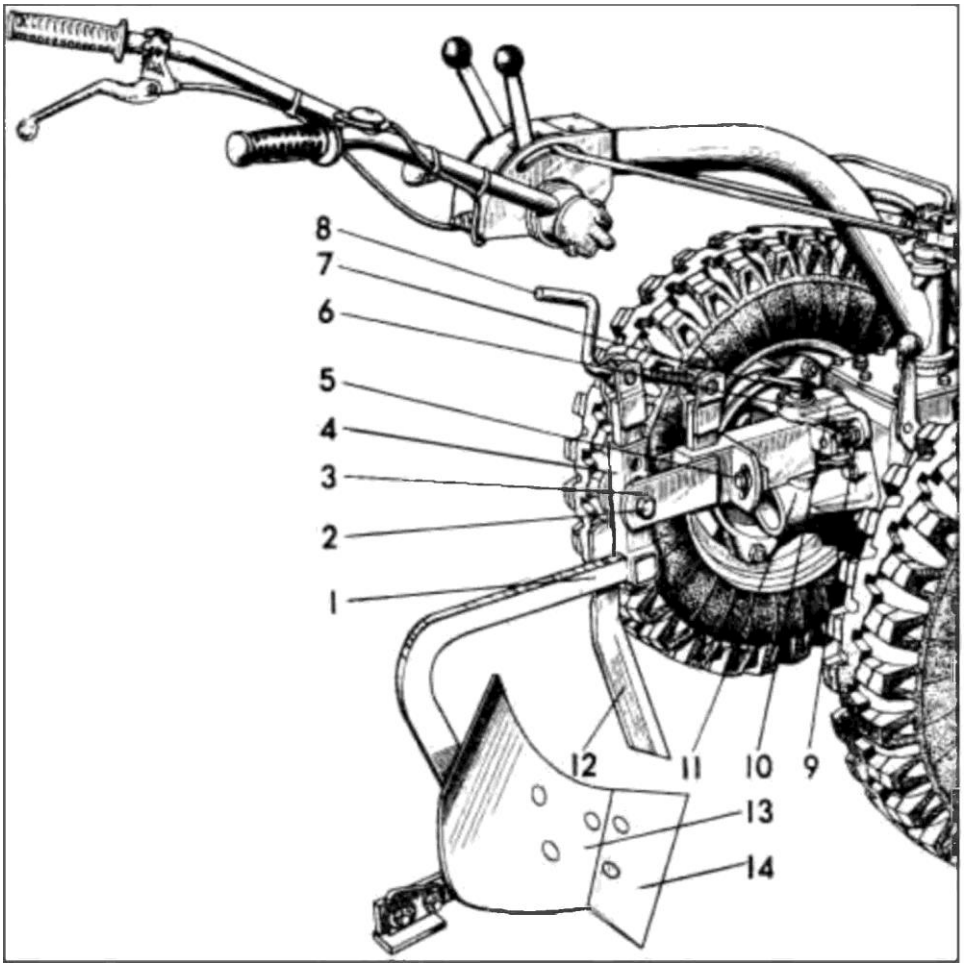
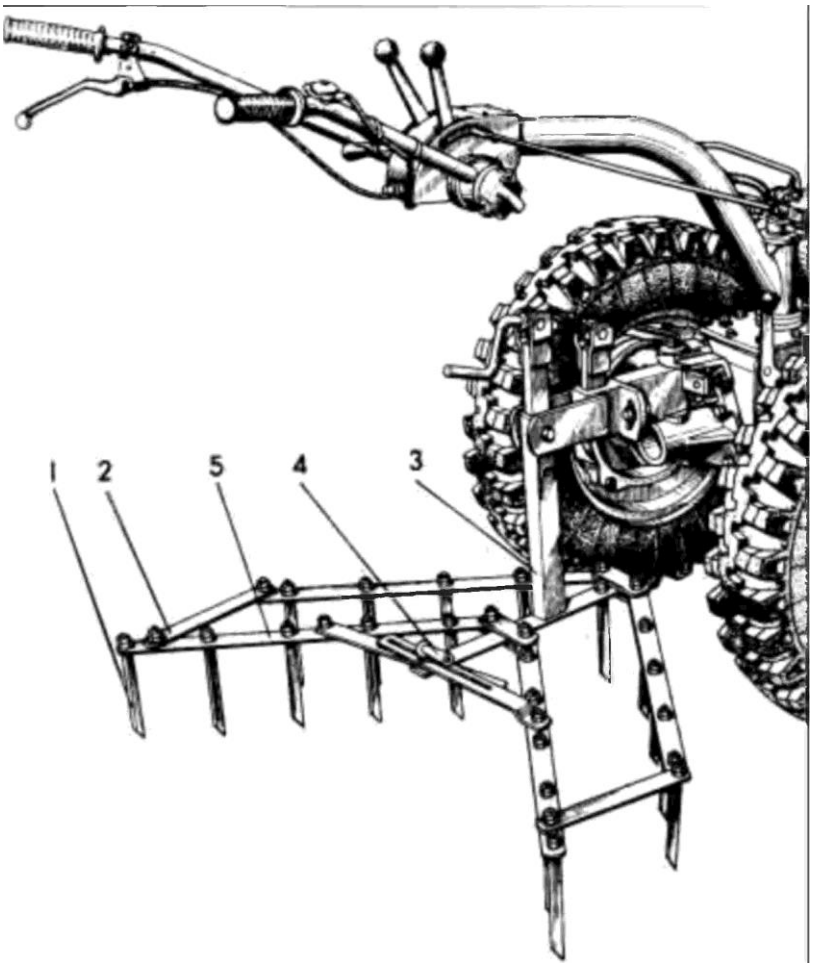
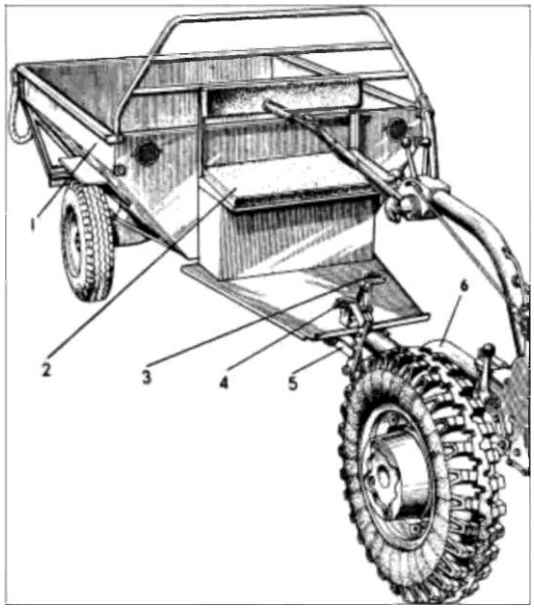

Rysunek 19 - Motoblok agregowany z pługiem
Rysunek 22 - Motoblok w połączeniu z broną
Rysunek 23 - Motoblok w połączeniu z przyczepą
Aby przygotować motoblok z pługiem do pracy (rys. 19), wykonaj następujące czynności:
7.4.6 Jeśli motoblok przesuwa się w prawo podczas pracy, sprawdź zamocowanie podpórek. Jeśli są one na swoim miejscu, to za pomocą śruby sektora 5 (rys. 19), podnieś prawą łapę na 1 do 2 cm, dokręć śrubę i sprawdź działanie.
Dźwignią 8 łącznika (rys. 19) ustaw pozycję brony tak, aby jej zęby w pozycji roboczej były równomiernie zgięte. Szerokość brony ustawia się za pomocą rączki 4 (rys. 22).
2) Przymocuj dyszel 6 (rys. 23) za pomocą sworznia 7 (rys. 19) do wspornika motobloku, zamocuj sworzeń zawleczką 6. Podstawkę 5 (rys. 23) przyczepy unieś i zamocuj w pozycji poziomej za pomocą szpilki.